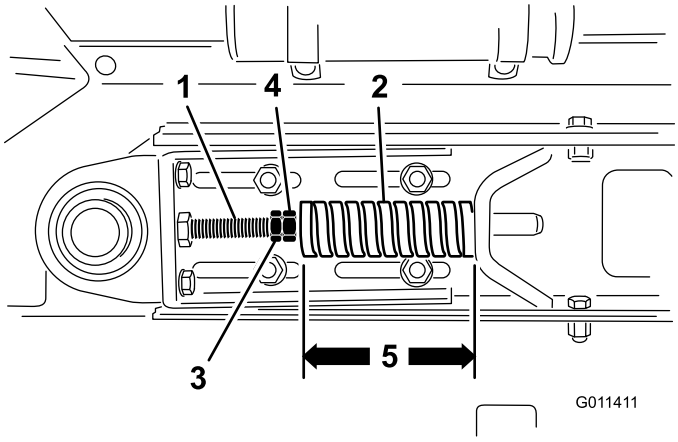

Figur 26
1. Løsn kontramøtrikkerne og juster spændstangen (Figur 26) for at opnå den ønskede spænding.